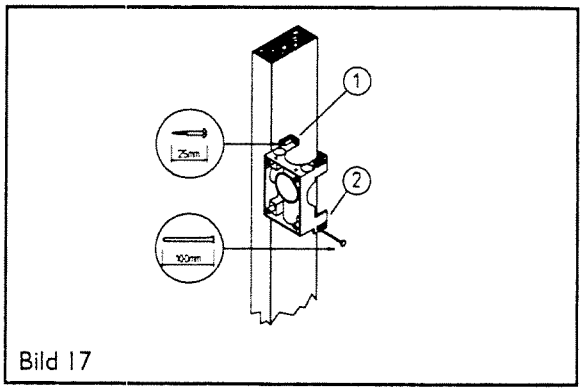

Bild 17
Das Montagebauteil mittels einer Schraube an dem Ende, das in die Richtung zeigt, in der die Staubrohre verlegt werden sollen, befestigen (① Bild 17). Vom Montagebauteil aus kann das Staubrohr alternativ in vier verschiedene Richtungen verlaufen (s. Bild 18). Die Saugdosen-Bogenverbindung von vorn in das Montagebauteil einführen (s. Bild 18); beachten Sie dabei den Einbauspielraum der Bogenverbindung (0...10 mm), der vom Abstand der Hintergrundplatte abhängt. Das andere Ende des Montagebauteils wird mit Nagel oder Schraube (100 mm) an der Wandleiste in Hohlraumwänden befestigt (② Bild 17). Zur besseren Stabilisierung ist es ratsam, beide Seiten des Montagebauteils mit einer zusätzlichen, ca. 50 cm langen Holzleiste zu befestigen. (Bild 19).